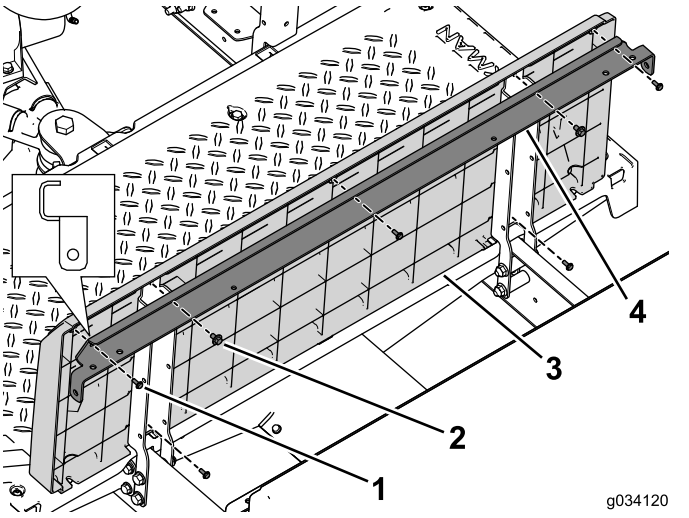

Figur 40
4. Sätt fast det vinklade stödfästet och sätessockelns panel på det vänstra och högra sätesstödet med två skruvar med brickor (1/4 x 1/2 tum) (Figur 40).
5. Sätt fast den bakre panelen på sätesstaget och sätesstöden med de fem skruvarna (nr 10 x 1/2 tum) (Figur 40).